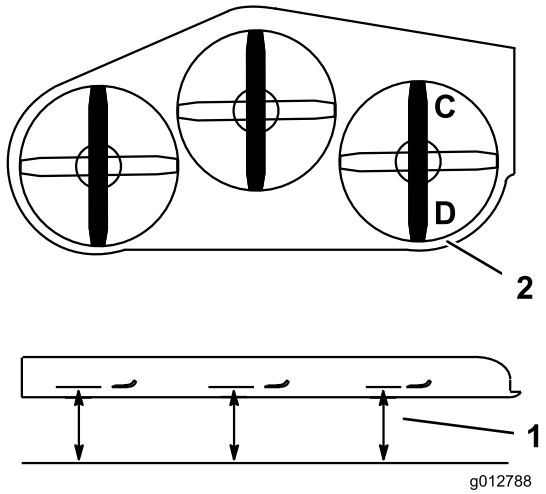

Figure 85
1. Tournez la lame droite dans le sens longitudinal (Figure 85).
2. Mesurez et notez la distance au point **C** entre la surface plane et le tranchant de la pointe de la lame droite (Figure 85).
3. Mesurez et notez la distance au point **D** entre la surface plane et le tranchant de la pointe de la lame droite (Figure 85).
4. La lame doit être plus basse de 6 à 10 mm au point **C** qu'au point **D** (Figure 85). Si ce n'est pas le cas, passez aux étapes suivantes.